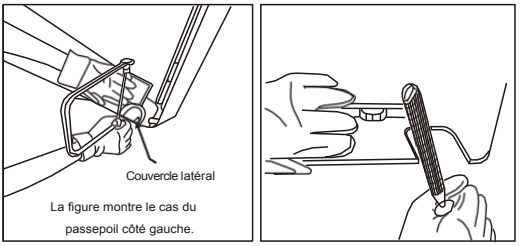

Fig. 2
4. Raccordement inférieur ou latéral (voir Fig. 2)
Veillez à utiliser un outil d'ébavurage pour éliminer toutes les bavures. Tenez le tuyau avec l'ouverture vers le bas pour empêcher les copeaux métalliques de pénétrer dans le tuyau. (Voir Fig. 2.)